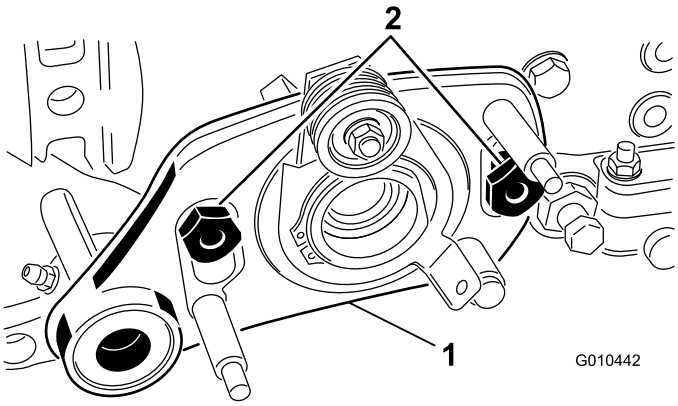

Figur 35
8. Fjern de to ansatsmøtrikker, der fastgør trimmerdrivenheden til sidepladeadapterne (Figur 35).